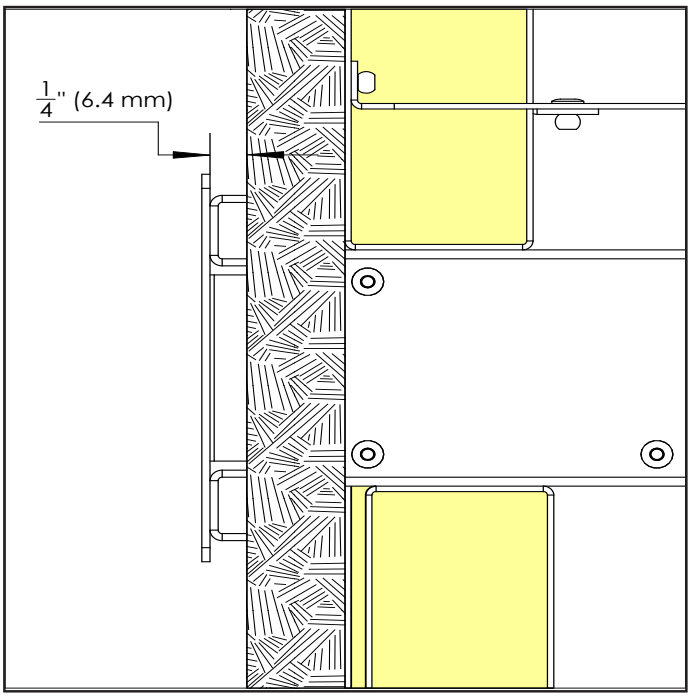

Figure 16. Outlet Trim Bezel - Standoff
Next, re-install the two (2) screws removed in Step 2 to secure the Outlet Trim Bezel in place. When installed correctly there is a ¼" (6.4 mm) standoff between the back side of the Bezel and finished wall (Figure 16).